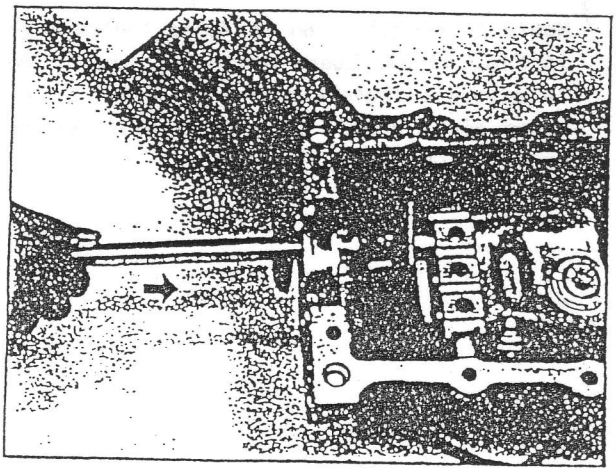

Fig. 13-66
2) Instale el eje selector de 1a.-2a. en la caja superior, y su horquilla selectora, según Fig. 13-66.